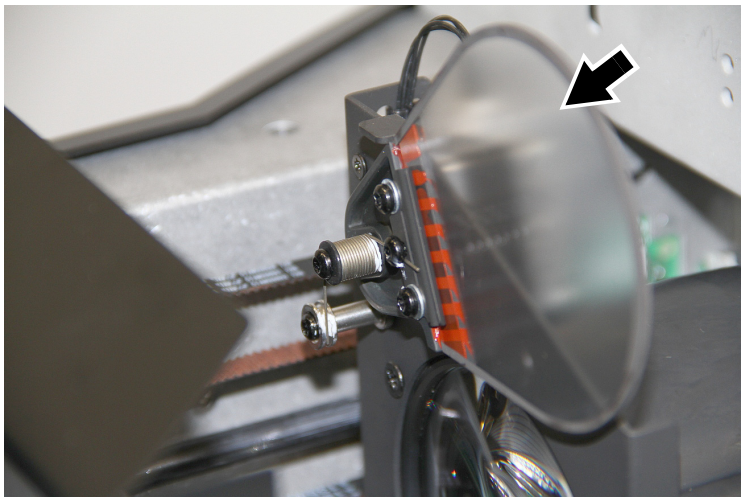

Bild 26: Frostfilter
3. Schieben Sie den Zoomschlitten nach vorne, um den Zugriff auf den Frostfilter zu erleichtern (Pfeil in Bild 26). Wenn Sie den Kopf mit der Vorderseite nach unten arretieren, fährt der Zoomschlitten von alleine nach vorn.